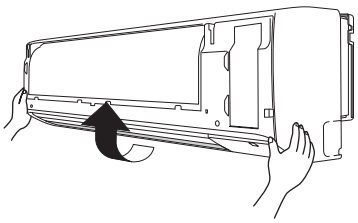

Abb. 3-16
(6) Das Gitter in Pfeilrichtung anheben, zu sich ziehen und entfernen. (Abb. 3-16)